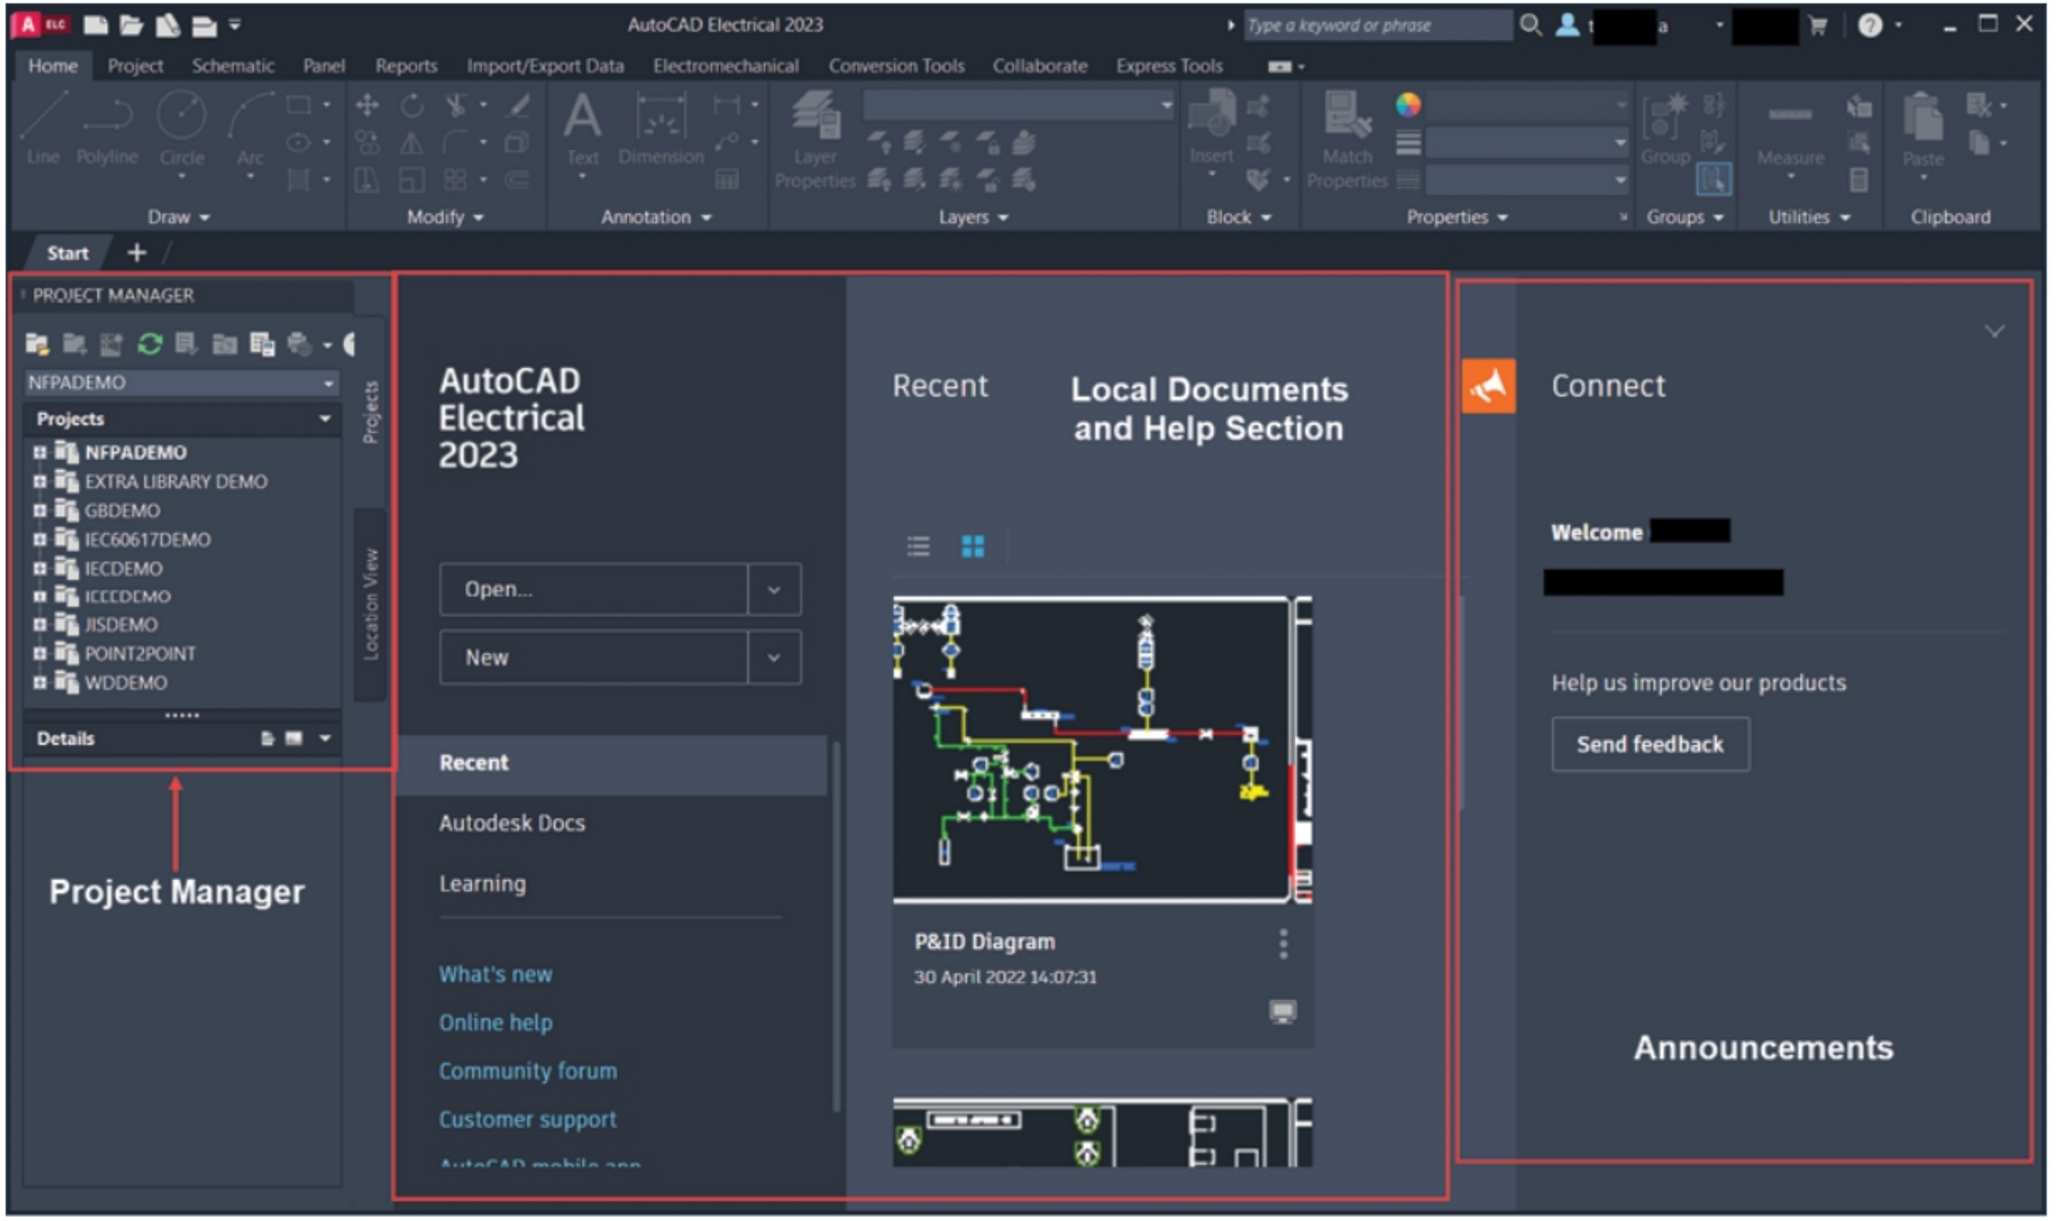

Figure-6. AutoCAD Electrical interface
- Click on **AutoCAD Electrical 2023** button from the list. AutoCAD Electrical will initialize and once the background processing is complete, the interface will be displayed as shown in Figure-6.